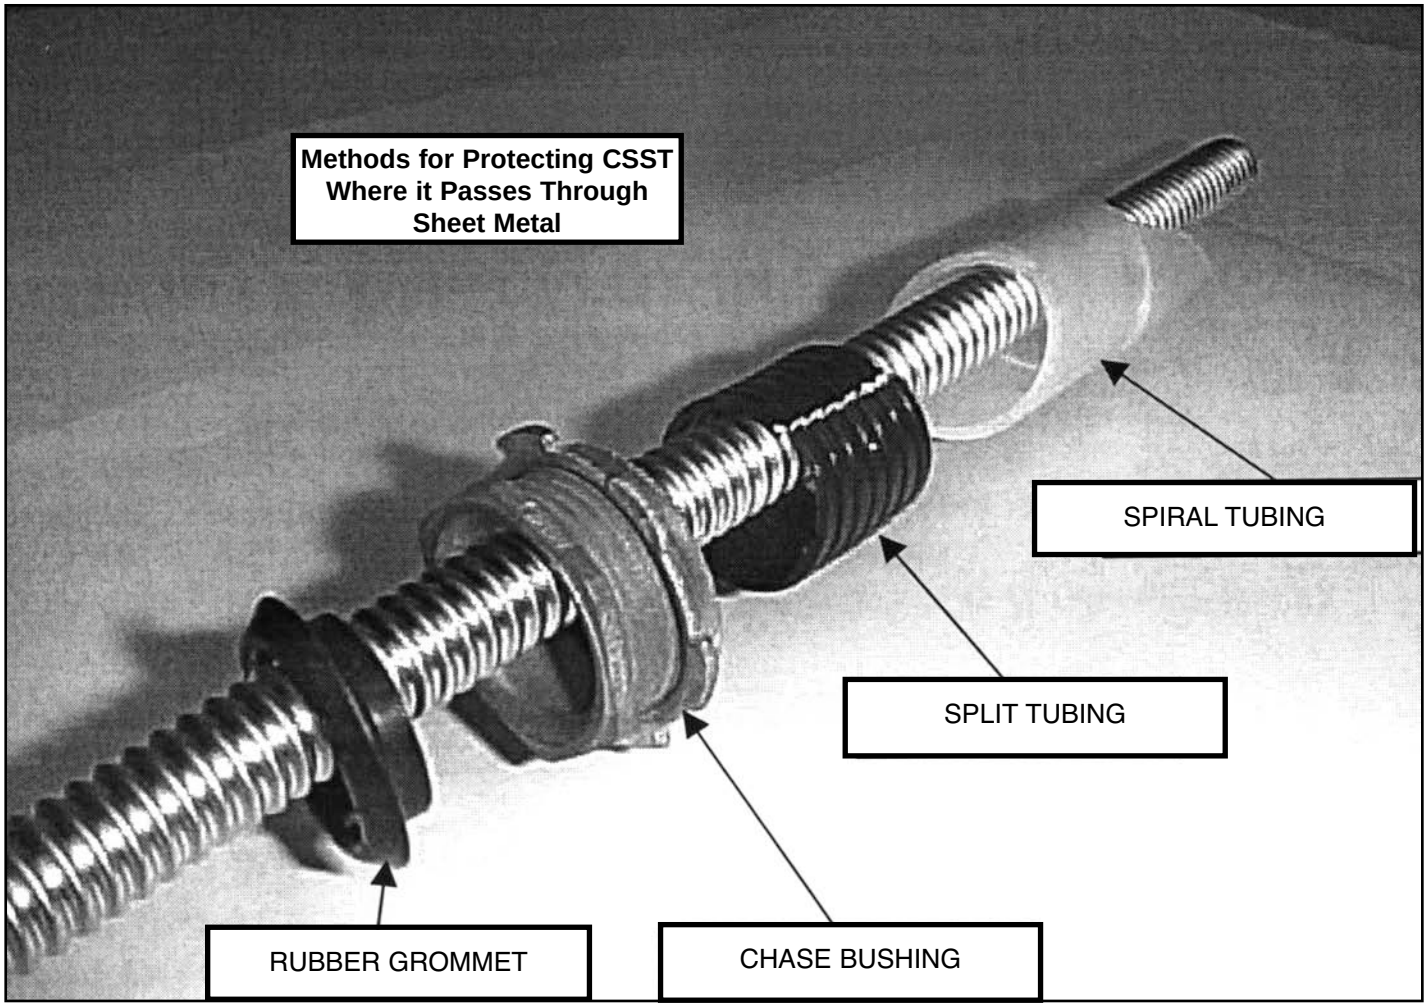

Figure 4.31
- Where WARDFLEX® penetrates the firebox of a factory built unit clearance shall be maintained around the tubing and the tubing shall be protected against sharp edges with a grommet, caterpillar strip (electrical supply stores), conduit bushing, or other methods. (Figure 4.31)